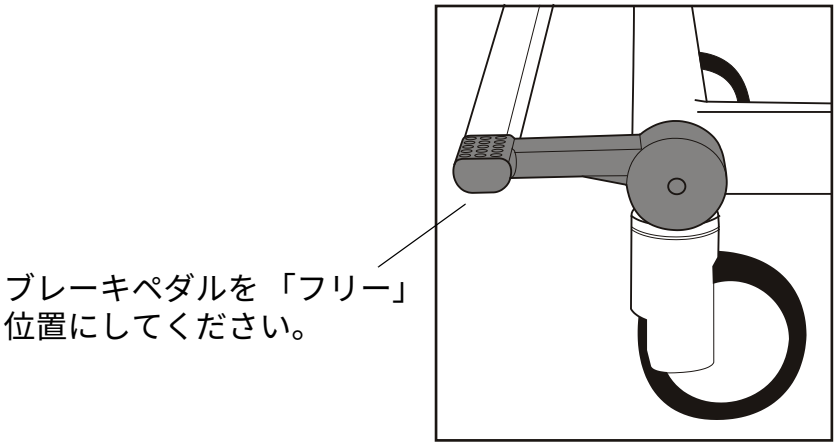

図 6 - フリー位置
2. ブレーキのロックが外れ、ブレーキペダルが「フリー」位置にあることを確認します。**（図 6 を参照）**